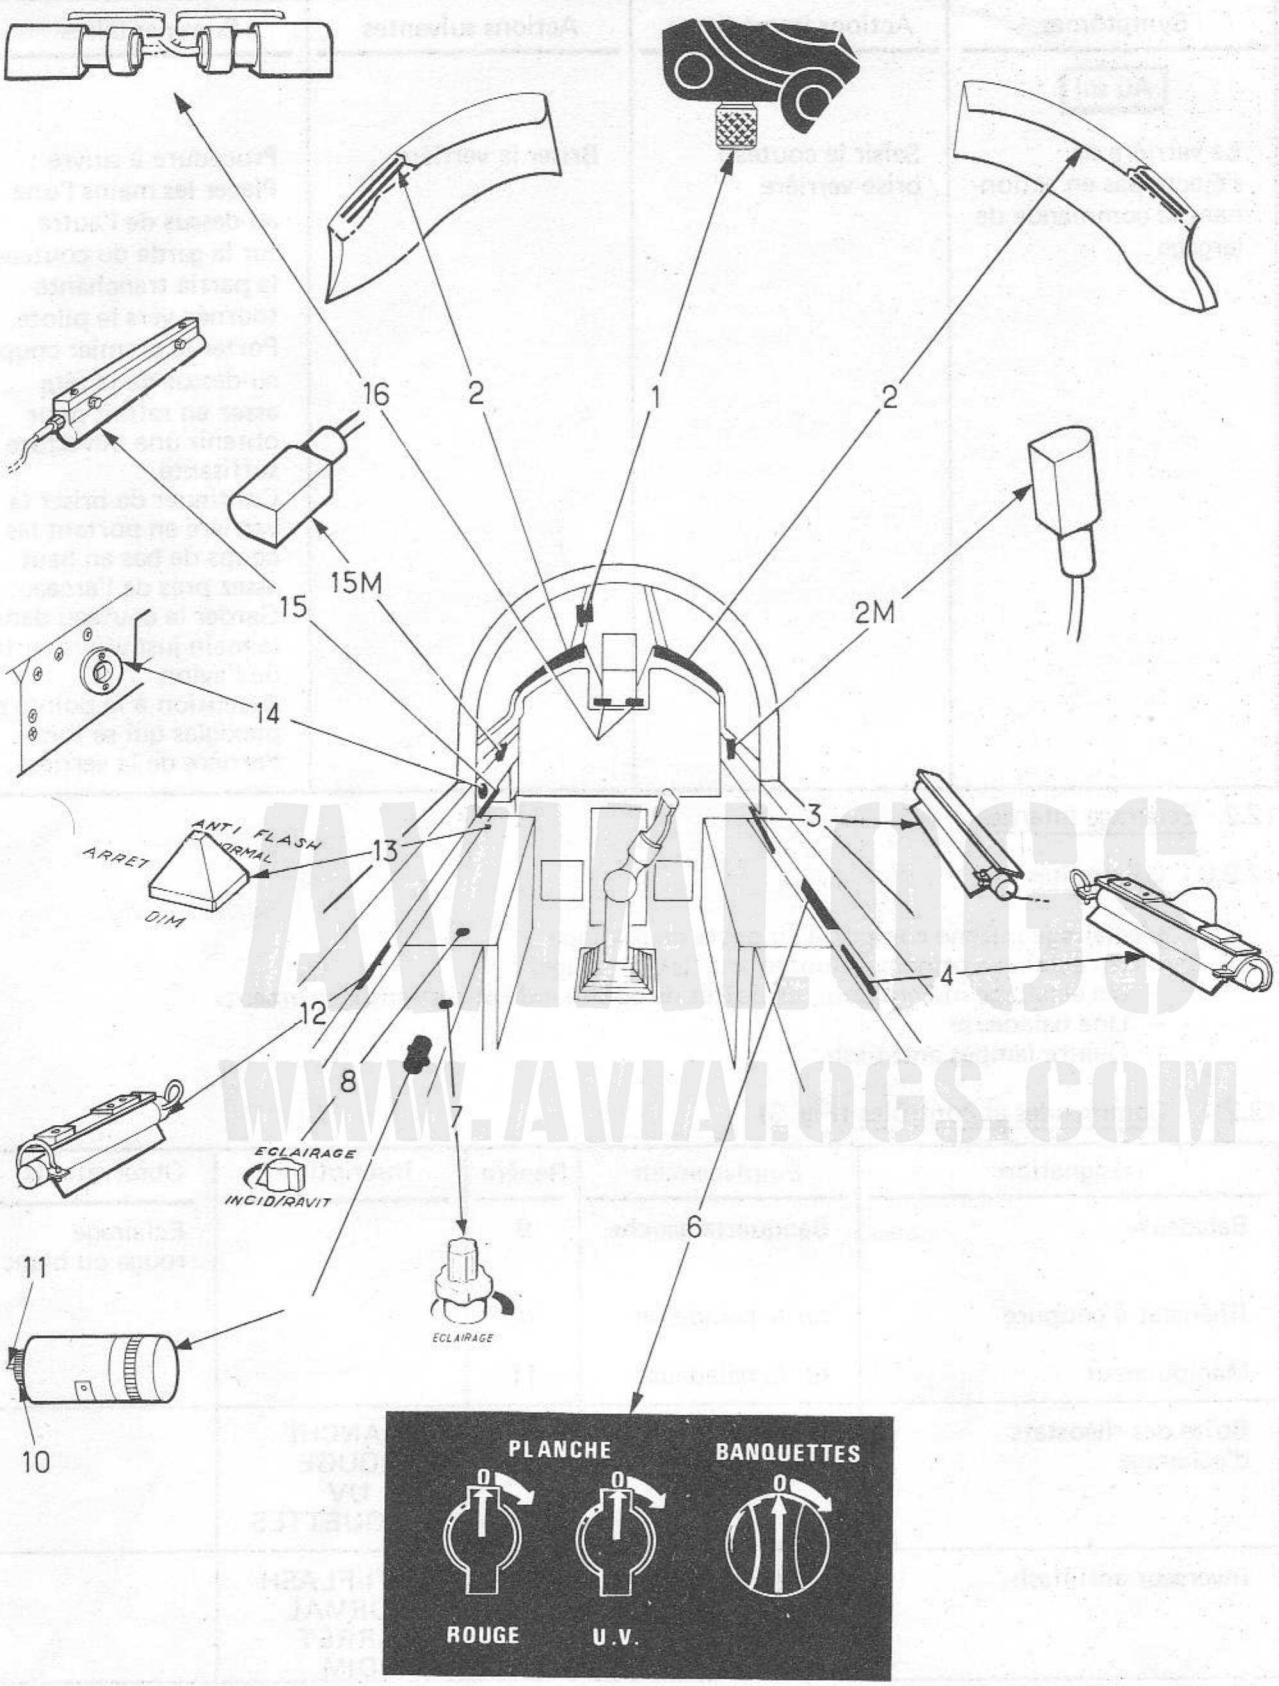

FIGURE 3 - COMMANDES ET CONTROLES DE L'ECLAIRAGE INTERNE
12.2.1 - Commandes et contrôles (Fig. 3)
12.2.2 - Description - Fonctionnement (Fig. 3)